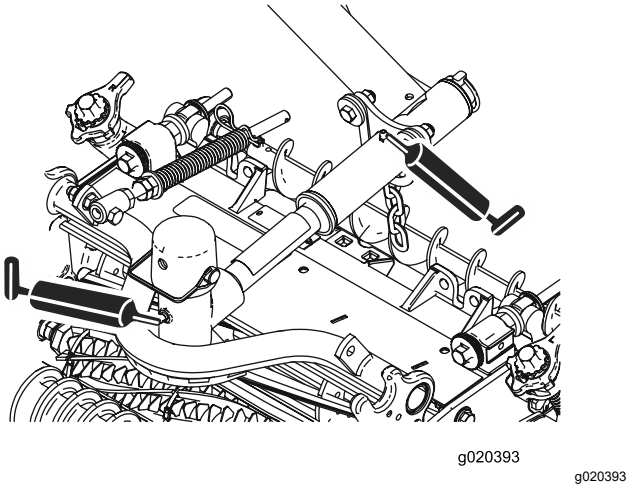

**Figur 48**
- Klippeenhedens drejetapper (2 hver). Se Figur 48.